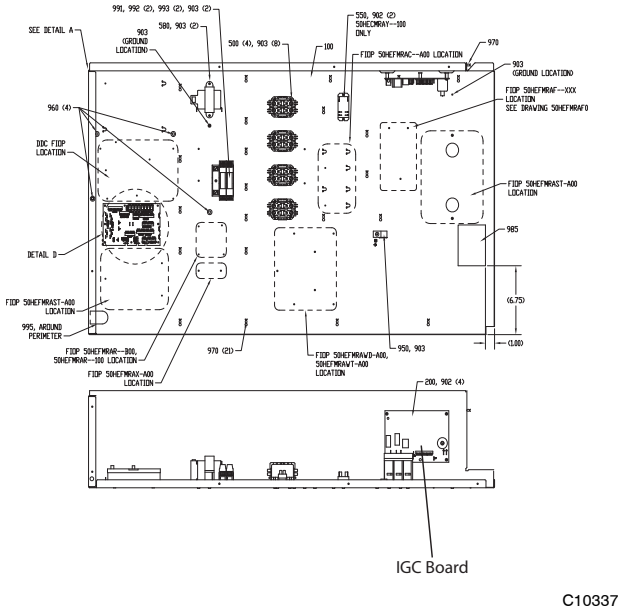

Fig. 37 - Unit Control Box/IGC Location
5. Remove igniter wires and sensor wires at the Integrated Gas Unit Controller (IGC). (See Fig. 37.)
Unit is equipped with a direct spark ignition 100% lockout system. Integrated Gas Unit Controller (IGC) is located in the control box. (See Fig. 37.) The IGC contains a self-diagnostic LED (light-emitting diode). A single LED (see Fig. 41) on the IGC provides a visual display of operational or sequential problems when the power supply is uninterrupted. When a break in power occurs, the IGC will be reset (resulting in a loss of fault history) and the indoor (evaporator) fan ON/OFF times will be reset. The LED error code can be observed through the viewport. During servicing refer to the label on the control box cover or Table 9 for an explanation of LED error code descriptions.